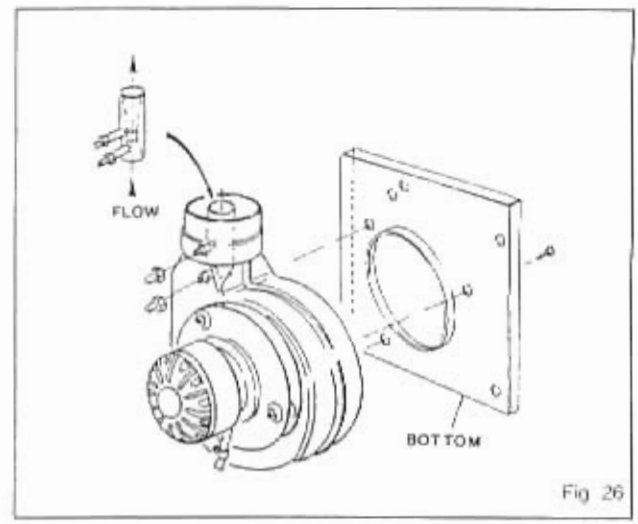

Fig. 26
- Transfer the pressure sensing Venturi from the old fan to the new one, ensuring that it is fitted in the correct direction as shown in fig. 26